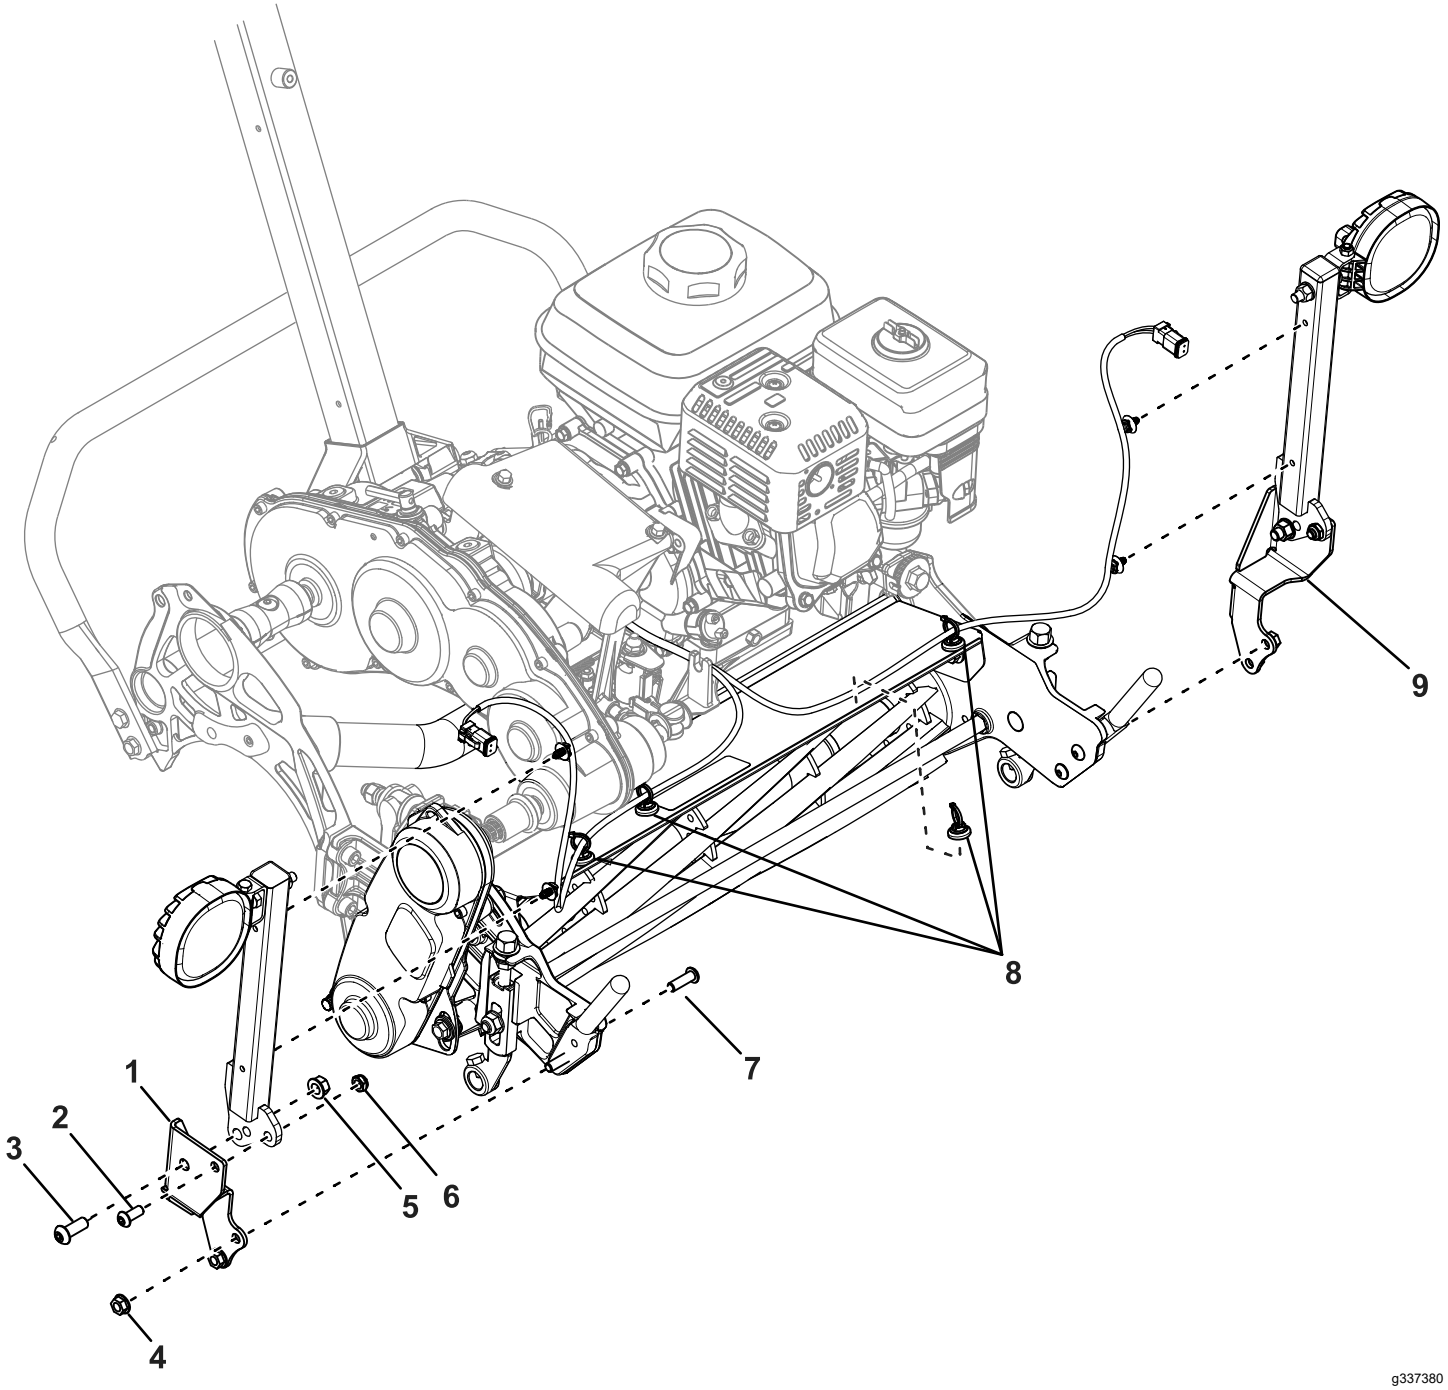

Figura 2
1. Utilize dois parafusos de cabeça sextavada interior (5/16 pol.), duas porcas de bloqueio, dois parafusos de cabeça sextavada interior (⅜ pol.) e duas porcas flangeadas (⅜ pol.) para prender as montagens das luzes aos suportes de montagem (Figura 2).
3. Utilize quatro parafusos e quatro porcas flangeadas (5/16 pol.) para prender os suportes de montagem às montagens de suporte da unidade de corte (Figura 2).
4. Instale as montagens da cablagem nas áreas que se mostram na Figura 2.